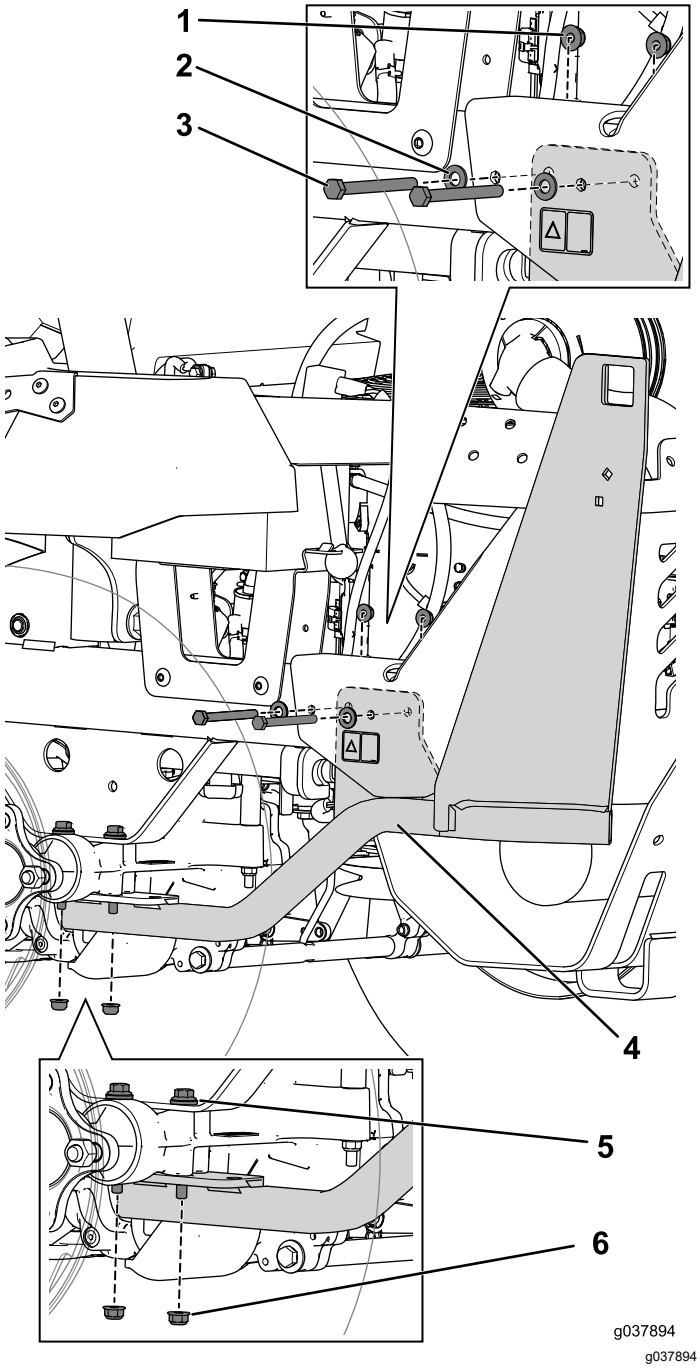

Figure 20
4. Align the holes on the support to the bolts on the drive assembly and loosely install the nuts that you set aside (Figure 20).
5. Use the 2 bolts (5/16 x 3-1/4 inches) and nuts to secure the support to the frame (Figure 20).